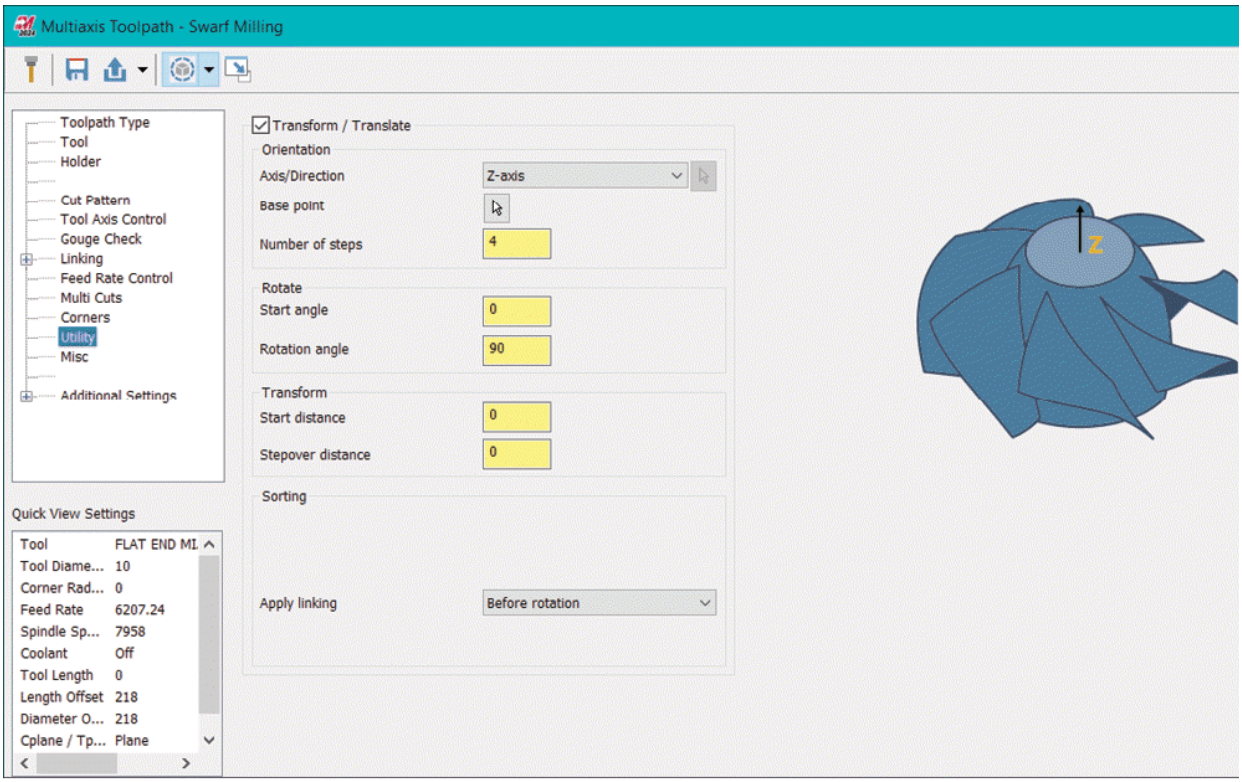

Figure-12. Utility options
- Select the **Utility** option from the dialog box to set orientation of cutting tool about selected axis; refer to Figure-12. The options in this page are useful when you want to tilt the cutting tool axis about a specific coordinate system axis to machine curved surfaces usually in case of turbine blades and fins.